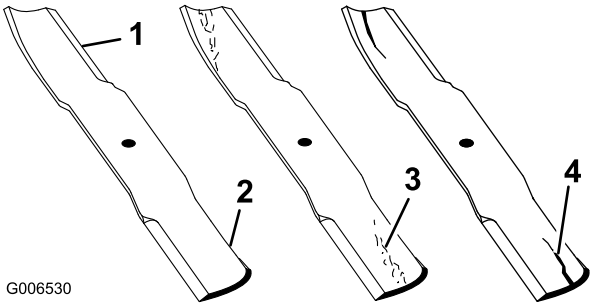

Figur 47
1. Efterse skærekanterne (Figur 47).
2. Efterse knivene, især det buede område (Figur 47).
Bemærk: Hvis kniven er beskadiget eller slidt, eller hvis der er antydning af en revne i dette område (nr. 3 og 4 på Figur 47), skal du straks montere en ny kniv.